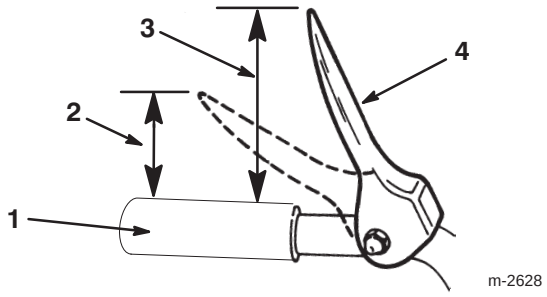

Figur 11
5. Mål avstanden mellom toppen av håndgrepet og bunnen av spiralbladets/viftehjulets drivkontrollspak. Denne avstanden skal være om lag 10,2 cm, som vist i figur 11.
Obs: Kraften du må bruke til å presse spaken, økes merkbart når du fjerner dødgangen fra drivremmen til spiralbladet/viftehjulet (omtrent en halvdel av spakbevegelsen). Justeringen er korrekt når kraften *begynner* å øke og avstanden mellom toppen av håndtaket og bunnen av spiralbladets/viftehjulets drivkontrollspak er 5 cm, som vist i figur 11.